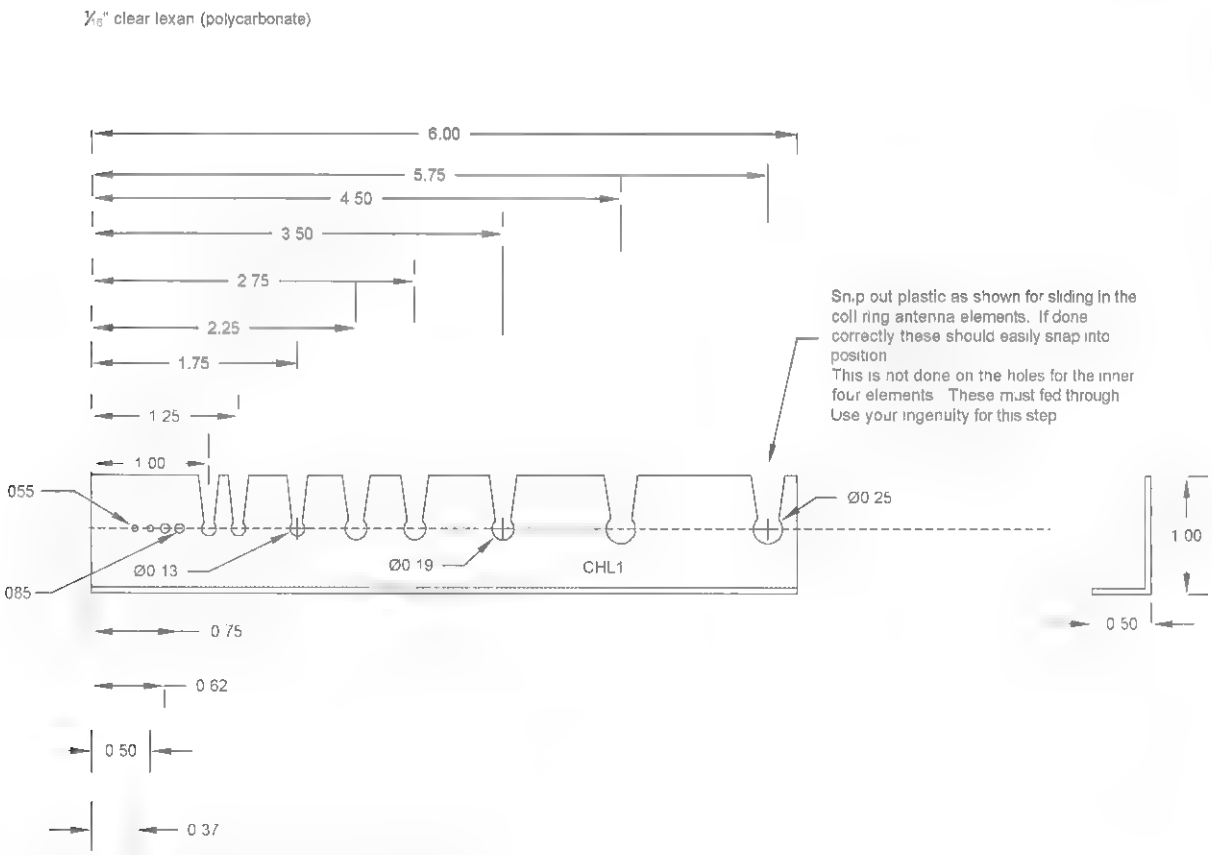

Figure 30-3 *Fabricating the four coil holders*
1. Create the four coil holders (CHOLD1) as shown in Figure 30-3. Use 1/16-inch Lexan polycarbonate.